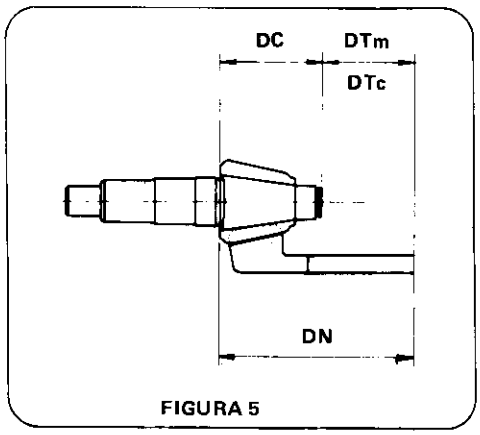

FIGURA 5
c) Anote a dimensão da cabeça do pinhão (DC). Esta dimensão compreende a distância a partir do topo da sede do rolamento piloto até à face de encosto do cone do rolamento traseiro, conforme indica a figura 5, e deve ser estabelecido através de medição da peça;
Este calibrador, após estar instalado no diferencial, medirá a distância entre o centro da coroa e o topo da sede do rolamento piloto do pinhão, que vamos denominar de dimensão DTm, de acordo com a figura 5;